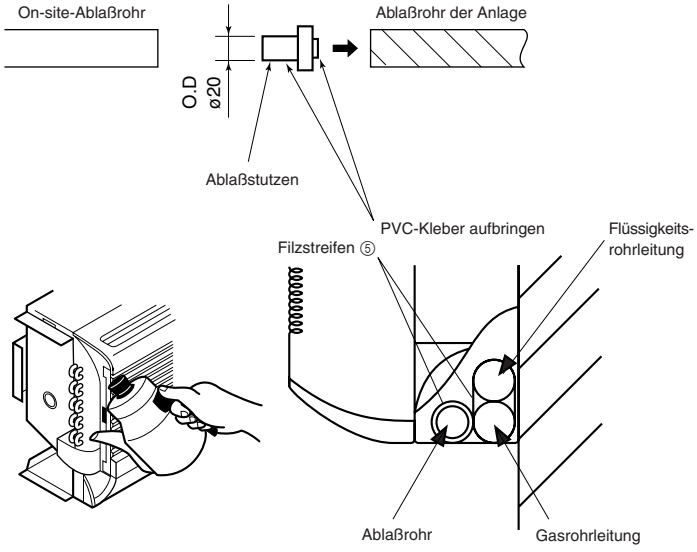

Fig. 5-1
5. Verrohrung der Dränage (Fig. 5-1)